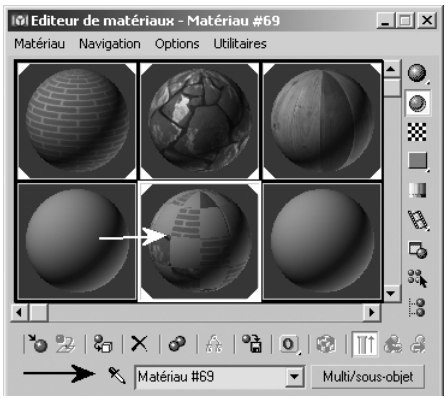

Fig.9.71
5. Dans l'Editeur de matériaux, cliquez sur l'option **Choisir matériau à partir de l'objet**, puis utilisez le compte-gouttes pour importer le matériau de la sphère. Un nouveau matériau multi/sous-objet est créé automatiquement et apparaît dans le champ échantillon actif (fig.9.71).